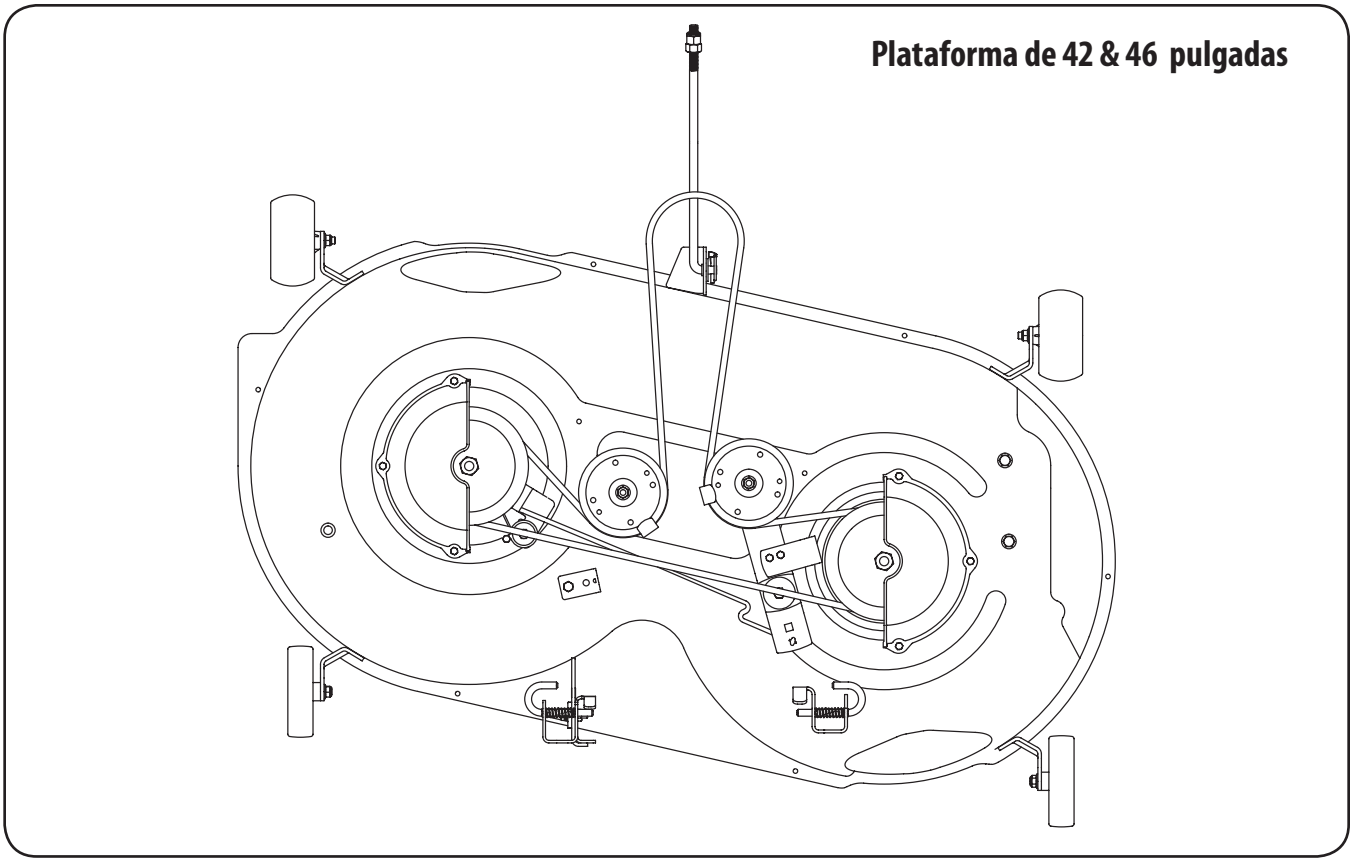

Figura 7-11
9. Vuelva a instalar la cubierta, asegurándose de que la cinta sigue siendo derrotados en las poleas con las instrucciones. Véase la figura. 7-11.